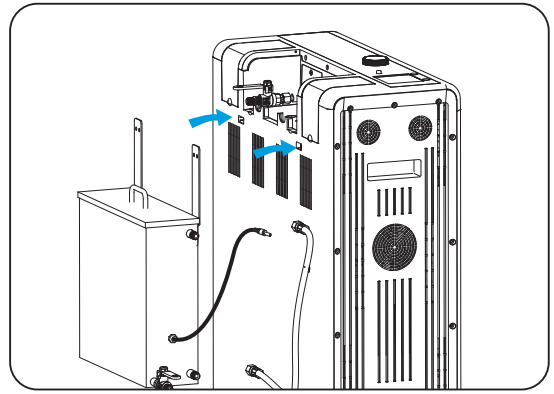

Figure 4
- As shown in Figure 4, use 4 M 4 x 16 screws to fix the water tank on the equipment, and tighten the screws to prevent loosening.